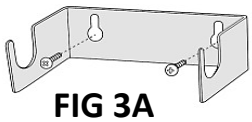

FIG 3A
5. Mark mounting bracket screw locations using mounting bracket (1504) as a template (Fig 3A).